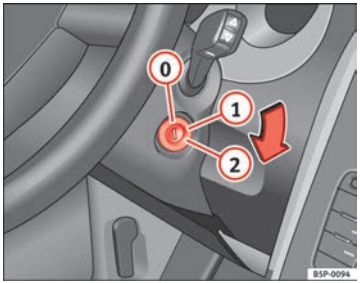

Fig. 140 Ignition key positions
In this position ⇒Fig. 140 the ignition and the engine are OFF and the steering may get locked.
– Turn the ignition key to position ⇒ Fig. 140 (1). The warning lamp ϖ will light for engine pre-heating.
– When the lamp turns off, turn the ignition key to position (2) to start the engine. Do not press the accelerator.
– Turn the ignition key to position ⇒ Fig. 140 (0).